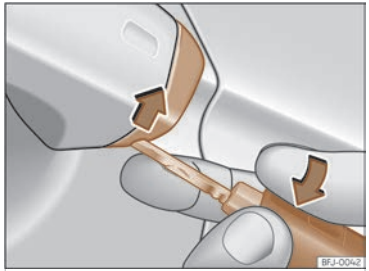

Abb. 50 Fahrertürgriff: Abdeckkappe abhebeln.
- Den Schlüsselbart am Fahrertürgriff in die untere Öffnung der Abdeckkappe stecken und die Abdeckkappe von unten nach oben anheben ››› **(Abb. 50)**.